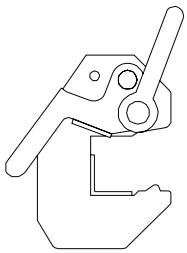

Abb. 18.3
1. Zuerst Sicherheitshebel soweit wie möglich öffnen (Abb. 18.3).